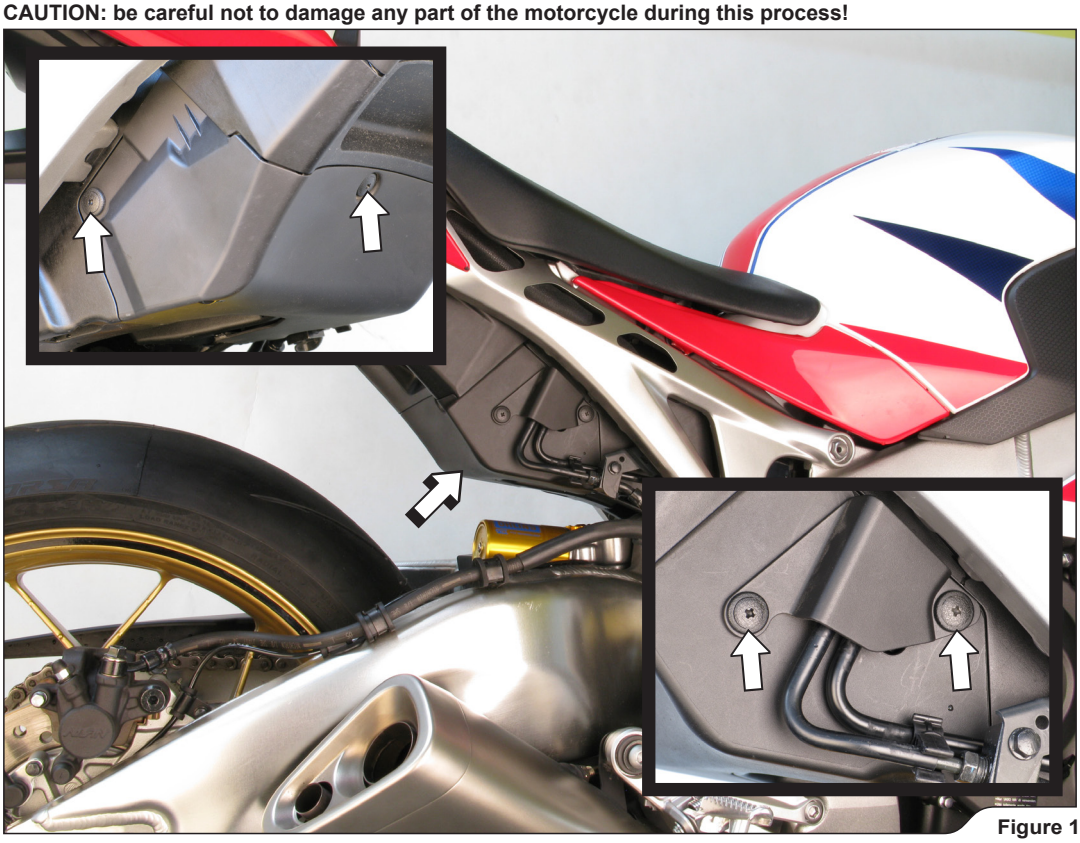

Figure 1
2. Undo the marked plastic fasteners and carefully remove the servo motor's cover **(Figure 1).**